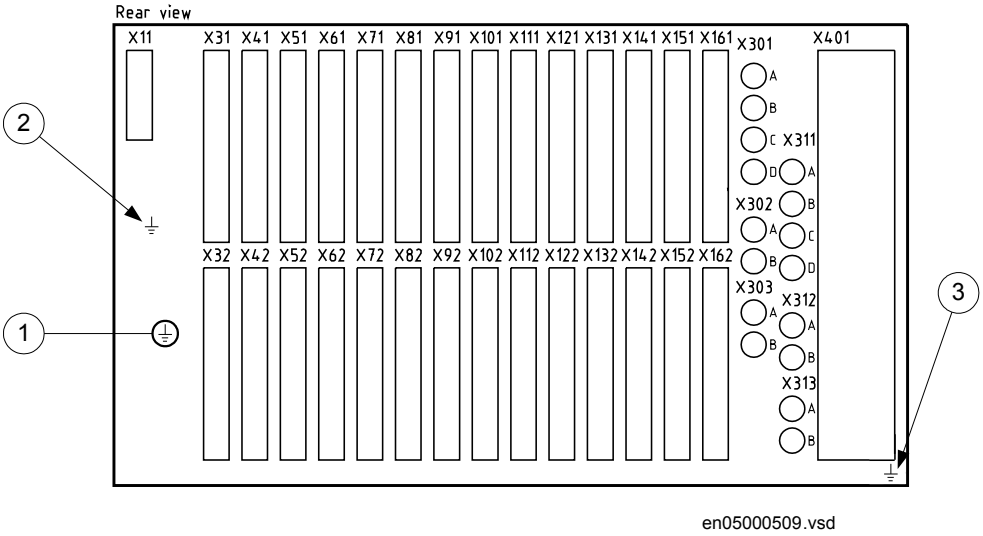

Figure 30: Rear view of IED showing earthing points.
Connect the earthing screw (pos 1 in figure 30) on the rear of the IED to the closest possible earthing point in the cubicle. Electrical codes and standards require that protective earth cables are green/yellow conductors with a cross section area of at least 2.5 mm^2 (AWG14). There are several protective earthing screws on an IED. The Power supply module (PSM), Transformer input modules (TRM) and the enclosure are all separately earthed, see figure 30 below.